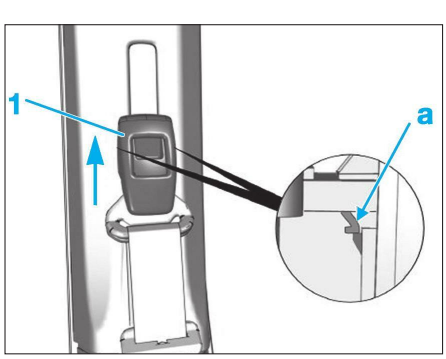

**Fig. 22**
• Dégrafer le cache (1) en (a) puis l'extraire en le tirant vers le haut **(Fig.22)**.